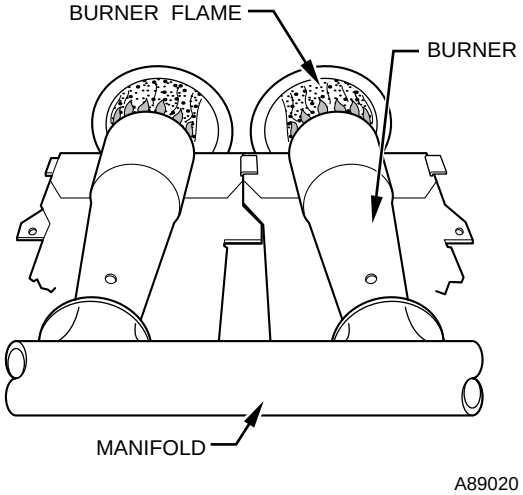

**Fig. 7—Burner Flame**
3. Main burner flame should be clear blue, almost transparent. (See Fig. 7.)